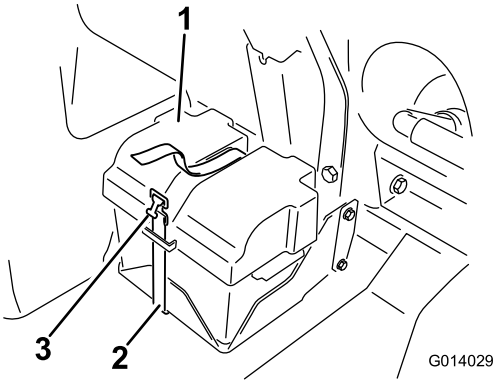

Figur 89
2. Avlägsna batterikåpan och lossa den jordade minuskabeln (svart) från batteripolen (Figur 89).
4. Montera batterikåpan och fäst den med remmen som togs bort tidigare (Figur 89).